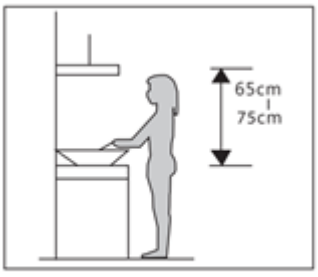

Рис.1
1. Для достижения наилучшего эффекта вытяжку следует располагать на расстоянии 65–75 см от варочной поверхности (См. Рисунок 1.)